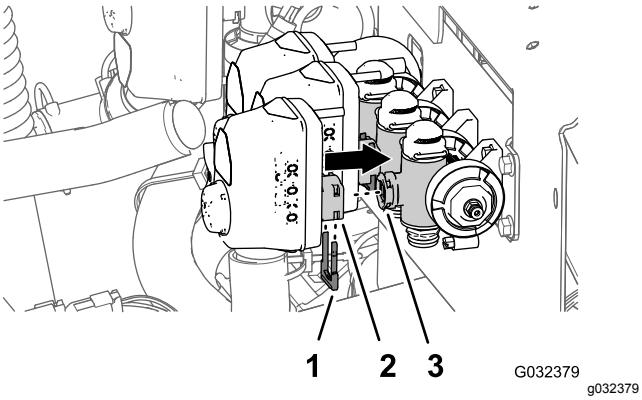

Figuur 59
6. Lijn de koppeling van de spuitboomklepactuator die u verwijderd hebt in stap 2 van De klepactuator verwijderen (bladz. 27) uit met de ventielopening van de verdelerklep (Figuur 59).
7. Bevestig de spuitboomklepactuator aan de verdelerklep. Gebruik hiervoor een borgclip (Figuur 59) die u verwijderd hebt in stap 1 van De klepactuator verwijderen (bladz. 27).